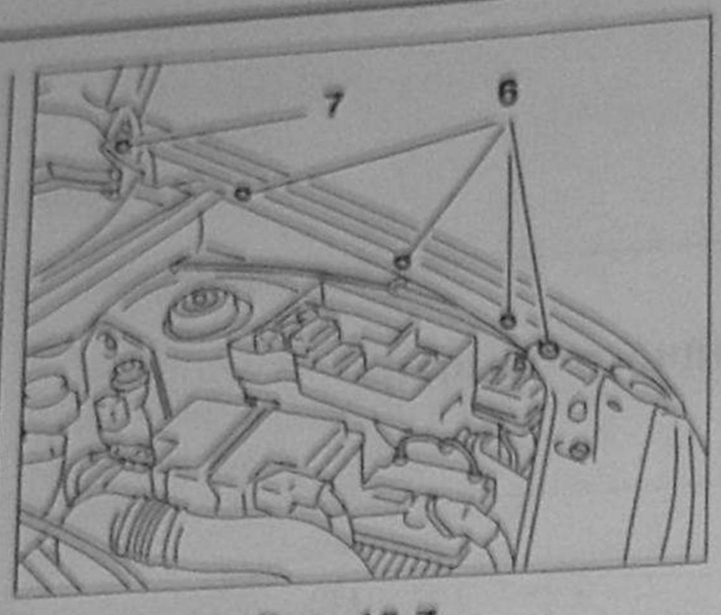

Рис. 10.7.
9. Снимите винт **7** (рис. 10.7).